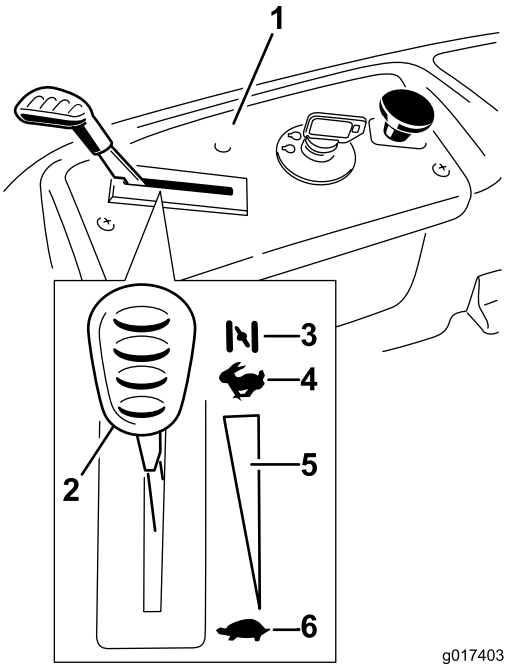

Figur 12
3. Flytt gasspaken til choke før du starter en kald motor (Figur 12).
5. Etter at motoren har startet, flytter du gasspaken til hurtigstilling (Figur 12). Hvis motoren stopper eller nøler, flytter du gasspaken tilbake til Choke i noen få sekunder. Gjenta dette etter behov.
2. Flytt gasspaken til mellom halv og full gass (Figur 12).